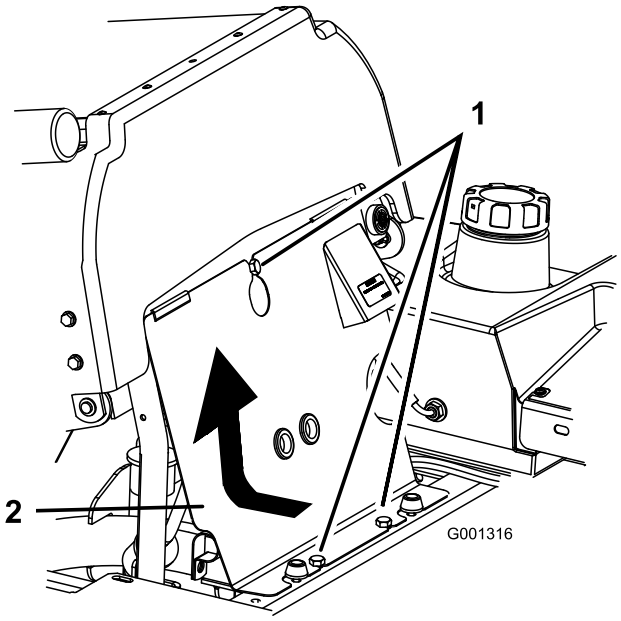

Figur 58
3. Vip sædet frem, løsn boltene, og fjern motorens frontpanel (Figur 58).